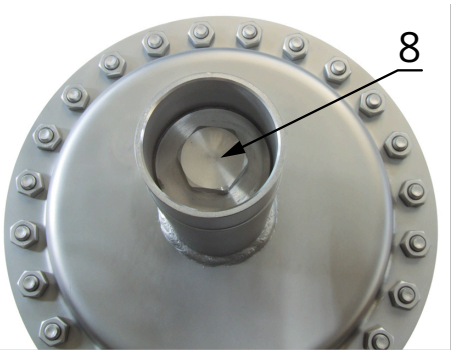

Fig. 14 : *Réglage de la consigne, vue de haut*
Pour régler la consigne voulue (cf. Fig. 14), contraindre les ressorts de consigne via le dispositif de consigne (30) à l'aide d'une clé à douille appropriée (SW 27).
1. Retirer le couvercle (50).
2. Tourner le dispositif de consigne (30) à l'aide d'une clé à douille d'ouverture 27.